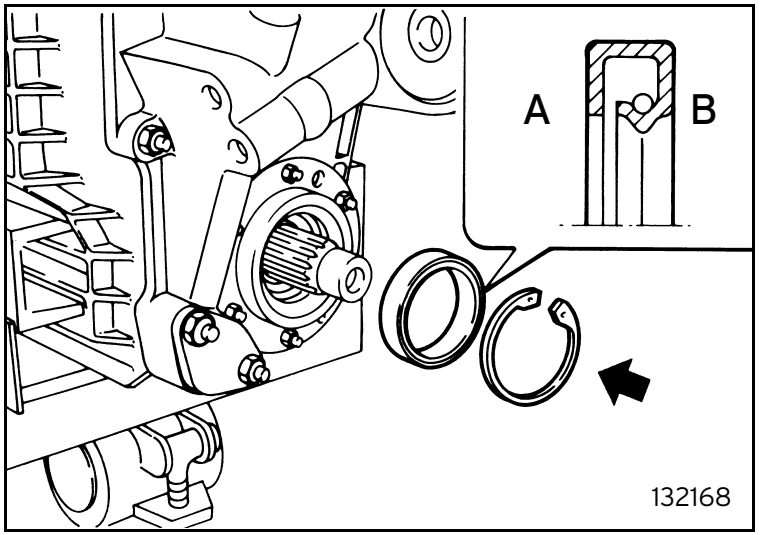

Fig. 69
- fit the oil seal ring and circlip (figure 69);